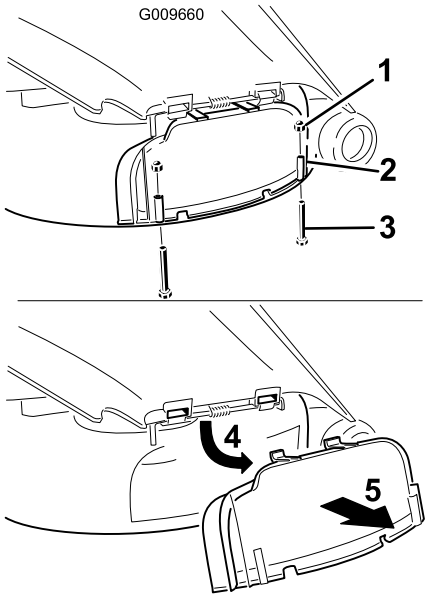

Figure 26
3. Remove the 2 bolts and nuts that secure the discharge cover to the mower (Figure 26).